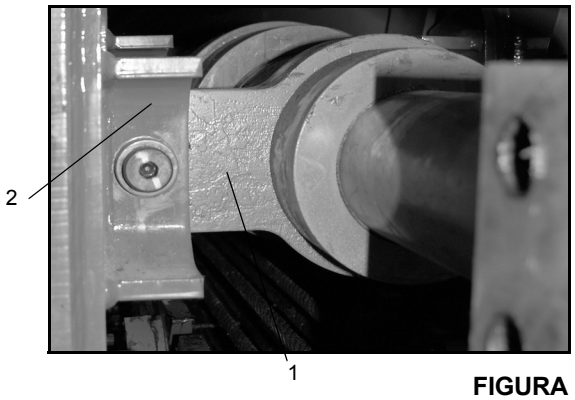

FIGURA 4-16
2. Saque los dos pernos y bujes que fijan la varilla interior del cilindro (Figura 4-16, 1) a la parte trasera de la sección central interior (Figura 4-16, 2).